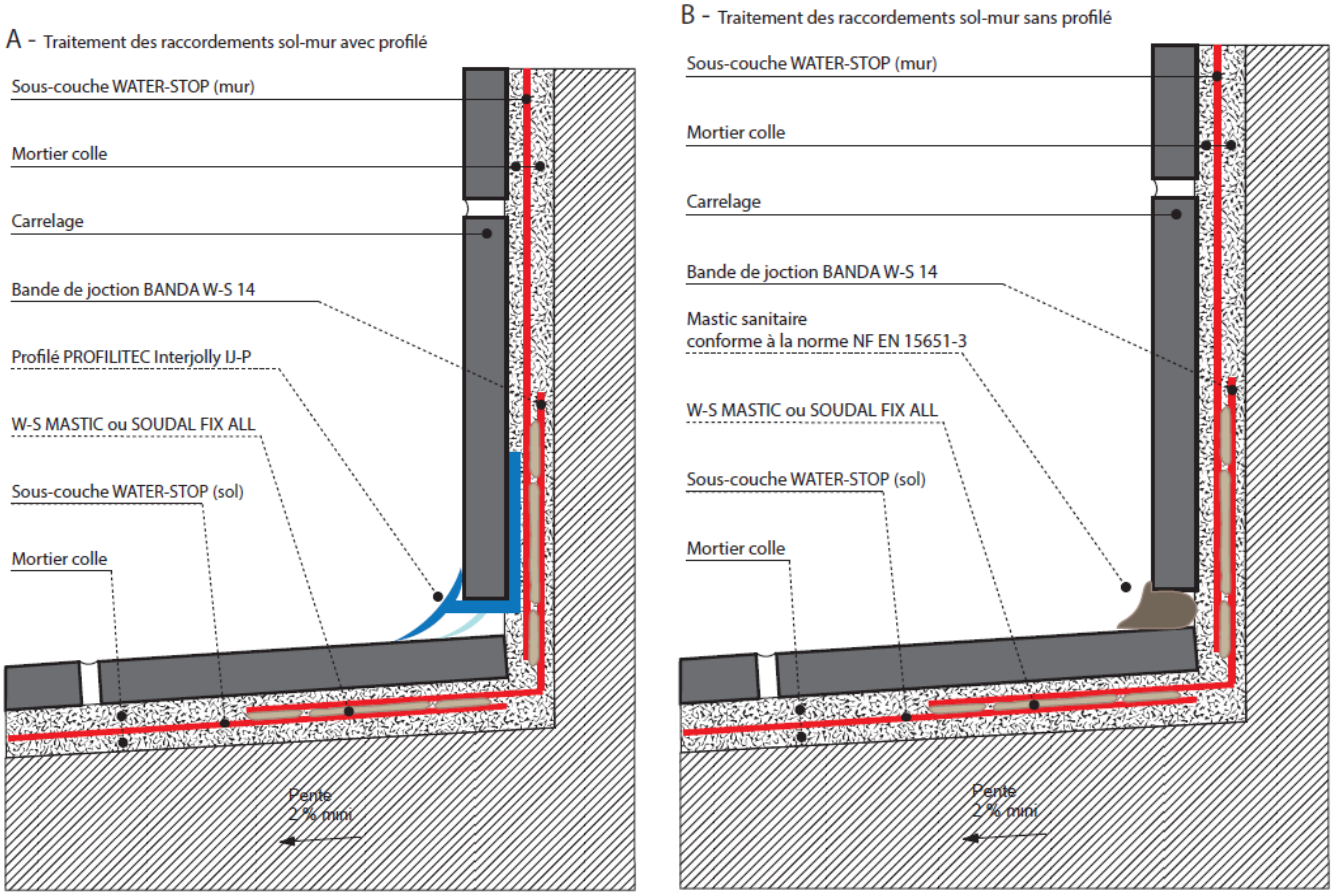

Figure 4 – Finition des relevés sol-mur (cas A : avec profilé spécifique – Cas B : sans profilé)
4.331 Raccordements sol-mur (figure 4)